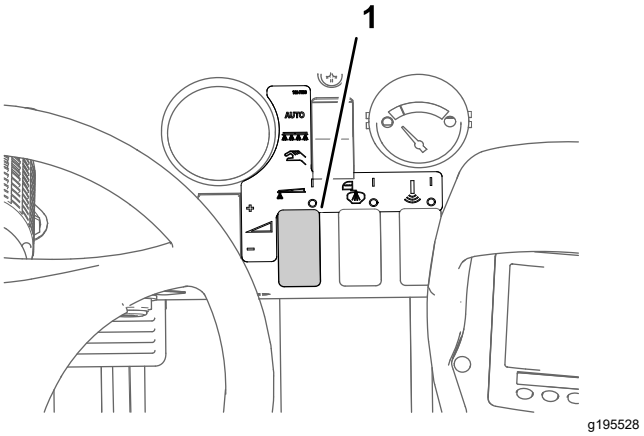

図 47
8. 散布率スイッチで所望の散布水圧にセットする。水圧は本体に付属の資料、ノズル選定ガイドを参照。図 47